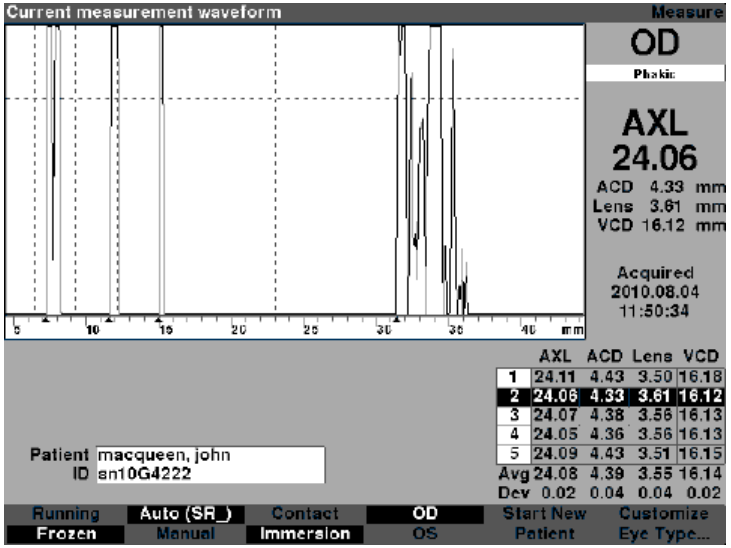

Figure 6-7 Current Measurement Waveform Selected
1. Within the Measure Screen, rotate the knob to select the current waveform area, indicated by a solid black border as shown in figure 6-7.